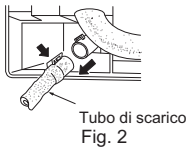

Fig. 2
3) Estrarre il tubo di scarico sul lato posteriore sinistro dell'unità interna. (Fig. 2)